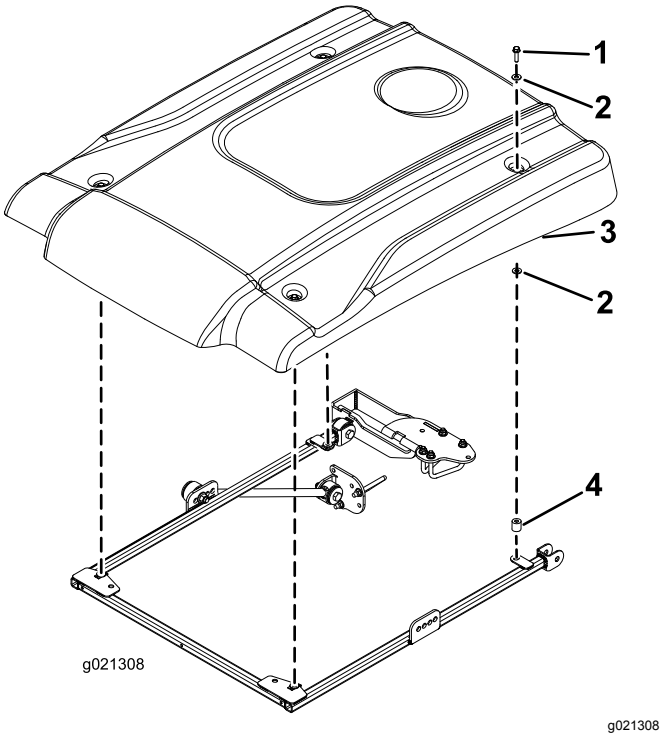

Рисунок 23
16. Выравнивая монтажные отверстия, расположите солнцезащитный навес на раме, как показано на Рисунок 23.
17. Установите каждый угол солнцезащитного навеса на раму с помощью болта с фланцевой головкой (5/16 x 2¼ дюйма), 2 малых шайб и проставки, не затягивая их (Рисунок 23). Установите шайбу с каждой стороны резиновой втулки солнцезащитного навеса. Установите проставку между нижней малой шайбой и рамой.